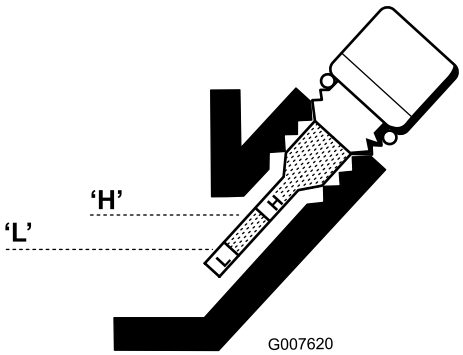

Figure 26
3. Essuyez la jauge sur un chiffon propre et remettez-la dans l'orifice de remplissage. Ne la revissez pas dans l'orifice de remplissage. Ressortez-la jauge et vérifiez le niveau d'huile. Si le niveau est bas, ajoutez suffisamment d'huile pour le faire monter entre les repères "H" et "L" sur la jauge (Figure 26). Vérifiez de nouveau le niveau d'huile. Ne remplissez pas excessivement.